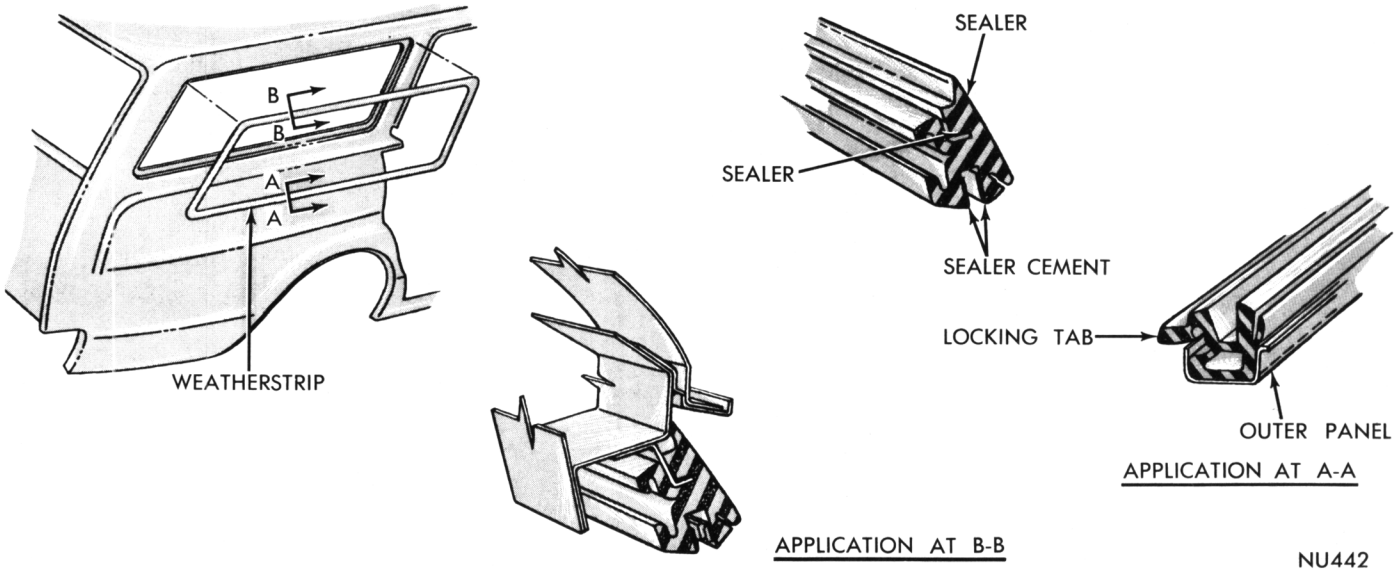
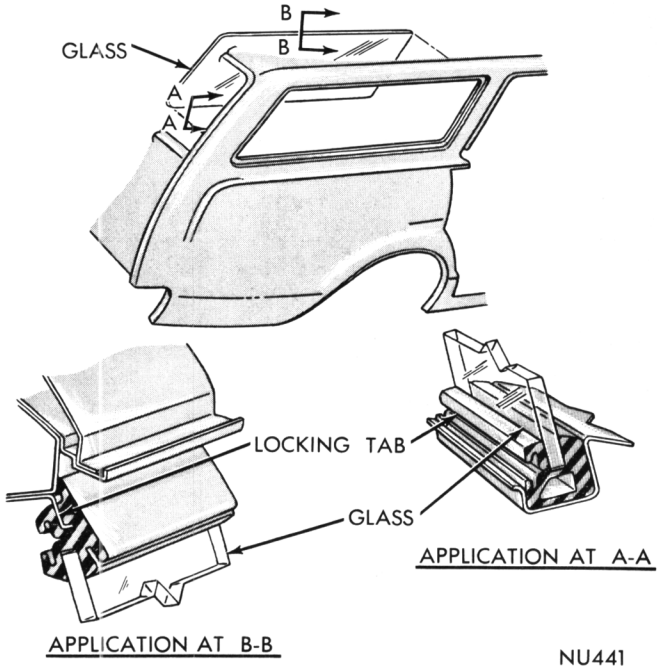
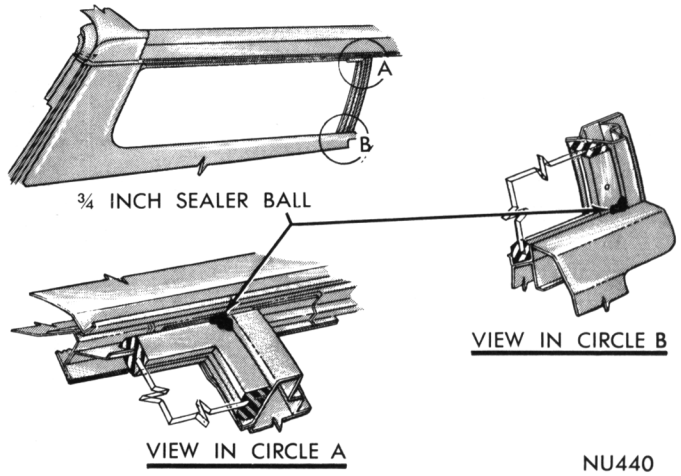

Fig. 77—Weatherstrip Replacement
Fig. 78—Glass Replacement
Fig. 79—Sealing Weatherstrip
(2) Apply a bead of sealer, starting at front and top sections of weatherstrip (Fig. 77).
(3) Apply a small bead of cement to each lip of glass groove, completely around weatherstrip.
(4) Position weatherstrip on fence with locking edges facing inboard.
(5) From inside of vehicle, insert bottom of glass into weatherstrip and using a fiber stick, pull lip of weatherstrip over glass (Fig. 78).
(6) Seat glass in weatherstrip using hand pressure.
(7) Apply rubber lubricant to weatherstrip locking tab and insert locking tab into weatherstrip groove using a fiber stick.
(8) Apply and press secure, sealer to joint of weatherstrip, body lock upper pillar and roof side rail outer front area (Fig. 79).